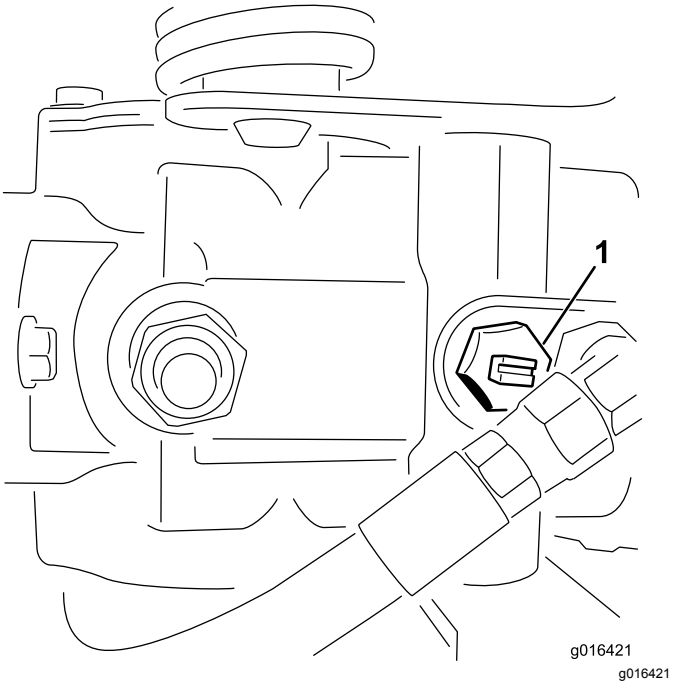

Figur 27
1. Finn pumpens omløpsventil og drei den rundt mot klokken to fulle omdreininger (Figur 27).
2. Før du starter motoren, lukker du omløpsventilen ved å vri den to fulle omdreininger med klokken (Figur 27).